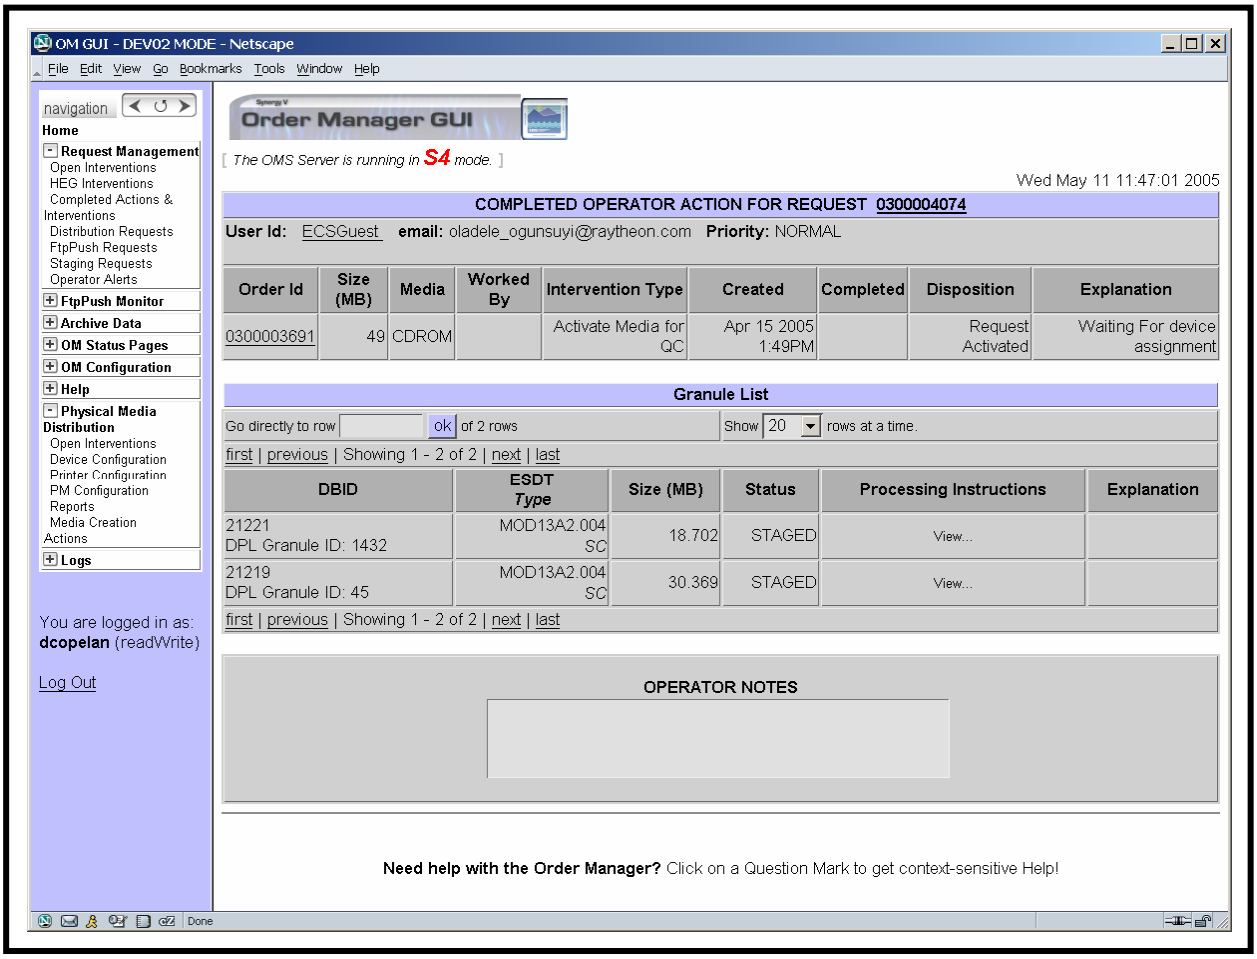

Figure 48. Completed Intervention/Action Detail (Completed Operator Intervention/Action for Request X) Page
- For example, clicking on Request ID **0300004174** brings up a **Completed Intervention/Action Detail** (i.e., **Completed Operator Action for Request 0300004174**) page (Figure 48).